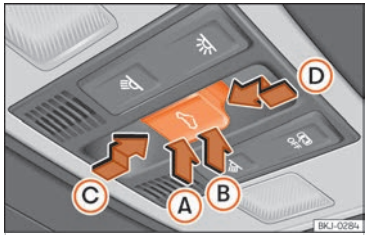

Fig. 60 En el revestiment interior del sostre: tecla del sostre de vidre.
La tecla ››› **fig. 60** té dos nivells. En el primer nivell es pot situar el sostre en la posició deflectora, obrir o tancar totalment o parcialment.
- Sostre de vidre: abans que passin 5 segons aproximadament des de l'activació de la funció antiatrapament, premeu la tecla ⌓ ››› fig. 60 fins al segon nivell en el sentit de la fletxa Ⓓ fins que el sostre es tanqui de tot.